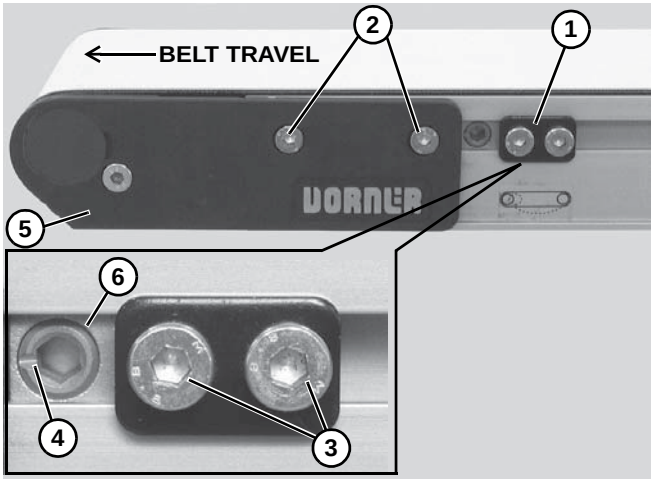

Figure 45
Non V-guided belt conveyors are equipped with belt tracking cam assemblies **(Figure 45, item 1)** for belt tracking adjustment.
1. Ensure head plate fastening screws **(Figure 45, item 2)** on both sides of conveyor are tightened.
2. On both sides of conveyor, loosen two (2) cam fastening screws **(Figure 45, item 3)**. Adjust cams **(Figure 45, item 4)** until indicator slots **(Figure 45, item 5)** are horizontal and facing end of conveyor. Then slide cam assemblies against head plates **(Figure 45, item 6)** and re-tighten cam fastening screws **(Figure 45, item 3)** to 60 in-lb (7 Nm).
3. On the side toward which the belt is tracking, loosen head plate fastening screws **(Figure 45, item 2)**.
4. With the conveyor running, use a 5 mm hex-key wrench to rotate the tracking cam **(Figure 45, item 4)** in small increments until the belt tracks in the center of the conveyor. Then while holding the cam in position, re-tighten the head plate fastening screws **(Figure 45, item 2)** with a 4 mm hex-key wrench to 60 in-lb (7 Nm).